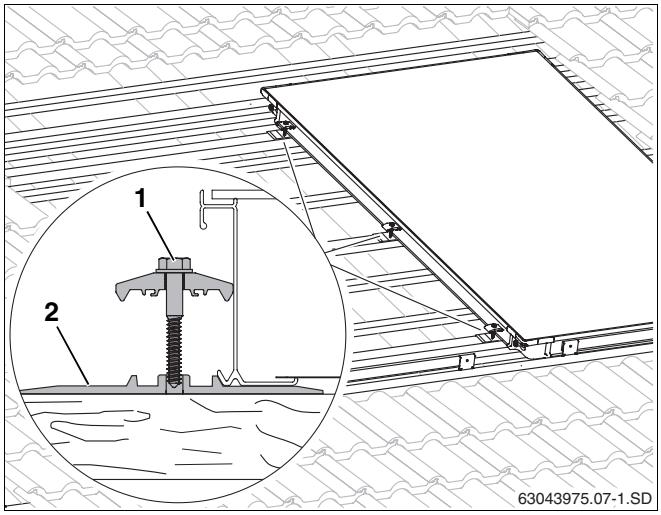

Abb. 24 Doppelseitigen Niederhalter am ersten Kollektor
- Kollektor leicht anheben und die Unterlegplatte (Abb. 24, **Pos. 2**) mit dem doppelseitigen Niederhalter auf der 2. und 3. zusätzlichen Latte sowie mittig des Kollektors auf einer vorhandenen Latte soweit unter den Kollektor schieben, dass die Erhebung gegen die Kollektorkante unten stößt.
- Für die Schraube (Abb. 24, **Pos. 1**) muss mit 4 mm Bohrer vorgebohrt werden. Zur Markierung Kerben in Unterlegplatte verwenden.